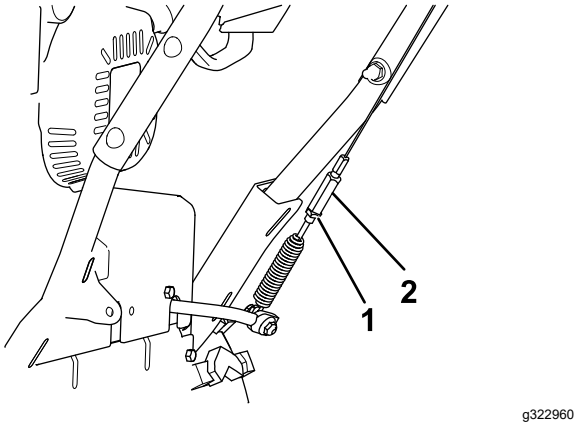

Rysunek 27
5. Odkręć przeciwnakrętkę (Rysunek 27).
6. Poluzuj lub dokręć ściągacz, który reguluje napięcie linki (Rysunek 27).